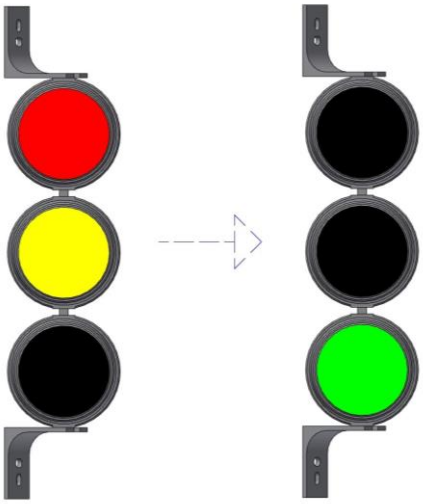

Rysunek 8-12
D. Gdy lampy o kolorze **żółtym i czerwonym zgasną**, zapali się **lampa o kolorze zielonym** – wjedź pod dysze urządzenia – patrz **Rysunek 8-12 poniżej**. Powietrze wydobywające się z dysz zacznie zdmuchiwać śnieg z dachu pojazdu. **Jedź możliwie wolno**, aby zwiększyć skuteczność zdmuchiwania**. Jeżeli jest to możliwe stawaj i ruszaj, aby dokładniej oczyścić dach.**